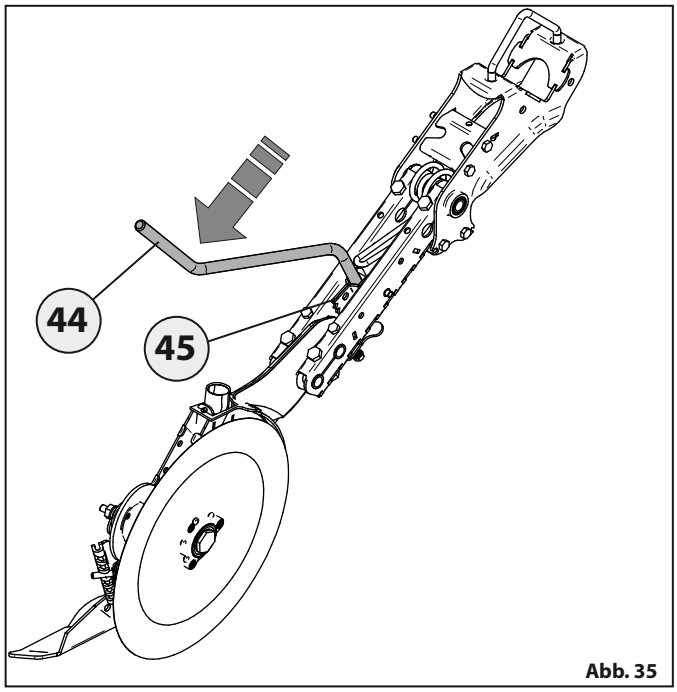

Abb. 35
- Den mitgelieferten Hebel **44** in die Nutmutter **45** einsetzen „Abb. 35".
- Den Hebel **44** nach unten drücken, um die Sätiefe zu **ERHÖHEN** „Abb. 35".
- Zum **VERRINGERN** der Sätiefe den Einstellhebel **44** in die Nutmutter **45** einsetzen „Abb. 35".